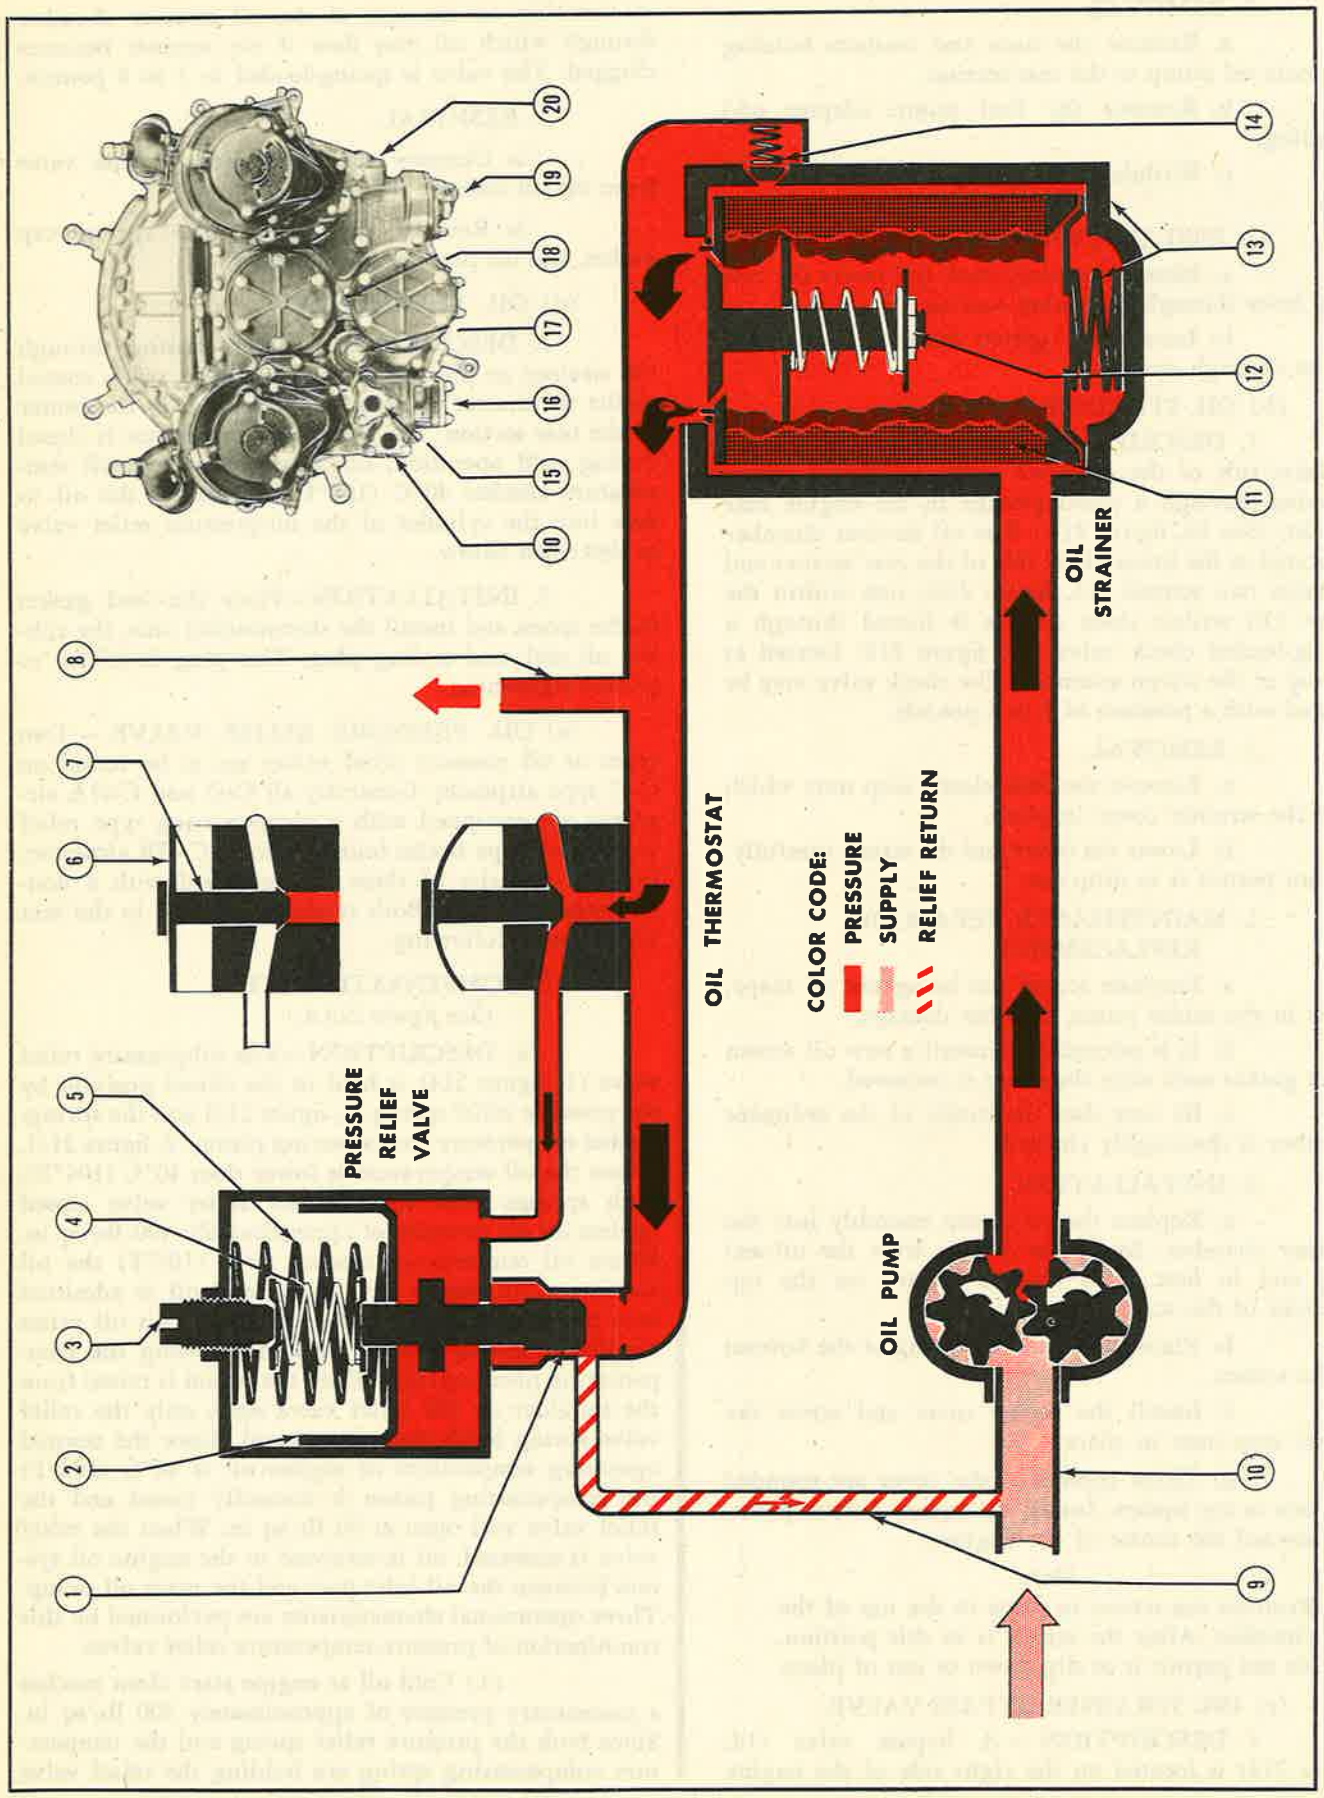
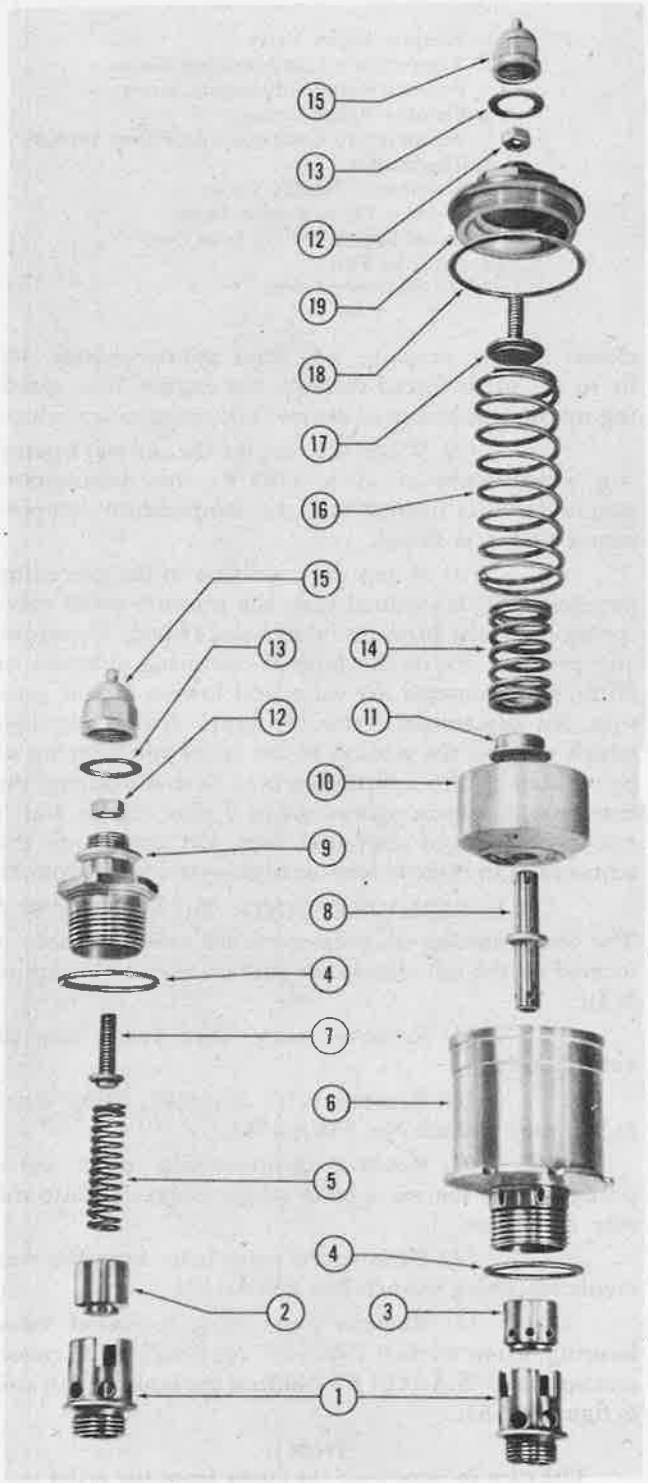

Figure 214—Schematic Diagram of Engine Oil Pressure Relief System
Figure 214A—Exploded Views of Oil Pressure Relief Valves
1. DESCRIPTION.—Oil is forced from the pressure side of the main oil pump to the oil screen chamber through a cored passage in the engine rear section. (See 19, figure 214.) The oil strainer chamber is located at the lower right side of the rear section and contains two screens (11, figure 214), one within the other. Oil within these screens is forced through a spring-loaded check valve (12, figure 214) located at the top of the screen assembly. The check valve may be opened with a pressure of 3 to 4 pounds.
1. DESCRIPTION. — A bypass valve (14, figure 214) is located on the right side of the engine rear section on the side of the oil strainer chamber through which oil may flow if the strainer becomes clogged. The valve is spring-loaded to 7 to 8 pounds.
1. DESCRIPTION. — After passing through the strainer or the strainer bypass valve, oil is routed to the thermostat (6, figure 214) located in the center of the rear section. The bimetallic thermostat is closed during cold operation, but opens when the oil temperature reaches 40°C (104°F) and causes the oil to pass into the cylinder of the oil-pressure relief valve as described below.
(See figure 214A.)
a. DESCRIPTION.—The oil-pressure relief valve (1, figure 214) is held in the closed position by the pressure relief spring (4, figure 214) and the spring-loaded temperature compensating piston (2, figure 214). When the oil temperature is lower than 40°C (104°F), both springs hold the pressure relief valve closed against an oil pressure of approximately 400 lb/sq in. When oil temperature reaches 40°C (104°F) the oil thermostat (6, figure 214) opens and oil is admitted into the pressure relief valve cylinder. This oil raises the compensating piston, thus compressing the compensating piston spring. When the piston is raised from the shoulder on the relief valve stem, only the relief valve spring holds the valve closed. Since the normal operating temperature of engine oil is 40°C (104°F) the compensating piston is normally raised and the relief valve will open at 90 lb/sq in. When the relief valve is unseated, oil is returned to the engine oil system between the oil inlet port and the main oil pump. Three operational characteristics are performed by this combination of pressure-temperature relief valves.
(1) Cold oil at engine start often reaches a momentary pressure of approximately 300 lb/sq in. Since both the pressure relief spring and the temperature compensating spring are holding the relief valve
KEY TO FIGURE 214
(2) When oil reaches the normal operating temperature of 40°C (104°F) the thermostatic needle valve is opened and the temperature compensating piston is raised.
(3) When the condition in the preceding paragraph *(2)* is attained, only the pressure relief valve spring holds the pressure relief valve closed. Therefore, any pressure above the normal operating pressure of 90 lb/sq in. unseats the valve and lowers the oil pressure. An adjustment screw (3, figure 214) is installed which permits the tension of the relief valve spring to be regulated. This adjustment is to be made during the first ground run-in operations of a new engine and is not to be changed after that time. Do not change the adjustment to remedy low- or high-pressure oil trouble.
b. REMOVAL AND DISASSEMBLY.—The compensating oil pressure relief valve assembly is located on the left side of the rear crankcase (17, figure 214).
(1) Remove safety wire from base of valve housing.
(2) Remove valve assembly, using Pratt & Whitney wrench No. PWA-1541.
(3) Remove compensating relief valve plunger from the valve body which is screwed into the rear crankcase.
(4) Remove the valve body from the rear crankcase, using wrench No. PWA-1604.
(5) Remove cover from the relief valve housing, using wrench PWA-977 for holding the cover, and wrench PWA-1604 for holding the housing (19 and 6, figure 214A).
(6) After cover has been removed, take out the compensating relief valve spring with inner spring guide; remove also the compensating relief valve piston spring (14, 11, and 16, figure 214A).
(7) Remove the piston assembly and the piston stem (10 and 8, figure 214A).
(8) Remove the compensating relief valve cap which houses the adjusting screw and lock nut (15, figure 214A).
(1) Start the engine and warm up in the normal manner.
(2) Allow the oil to reach at least 60°C (140°F) and adjust the compensating relief valve adjusting screw (17, figure 214A), to give a desired oil pressure of from 85 to 90 lb/sq in. at 2000 rpm.
(3) Tighten the adjusting screw lock nut securely.
(4) Install relief valve cap and gasket. Safety wire the relief valve assembly.
(1) Unscrew oil pressure relief valve housing and lift out spring and valve (9, figure 214A).
(2) Unscrew the valve body from the rear crankcase using wrench No. PWA 1604.
(3) Unscrew the acorn cap from the relief valve housing.
(4) Loosen and remove the adjusting screw lock nut and adjusting screw.
(5) Wash parts thoroughly in a recommended solvent and place in a suitable container to prevent damage from contact with other metal parts.
KEY TO FIGURE 214A
NOTE: Identical part numbers indicate interchangeable parts. One each of the above is required for each valve assembly. Refer to figure 214A for the correct assembly of each valve.